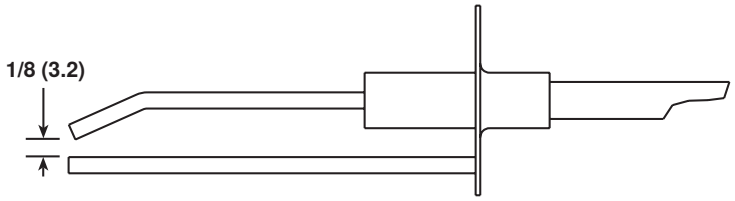

**Figure 23. Ignitor Spark Gap**
- The spark gap (see **Figure 23**) must be maintained to 1/8 inch.